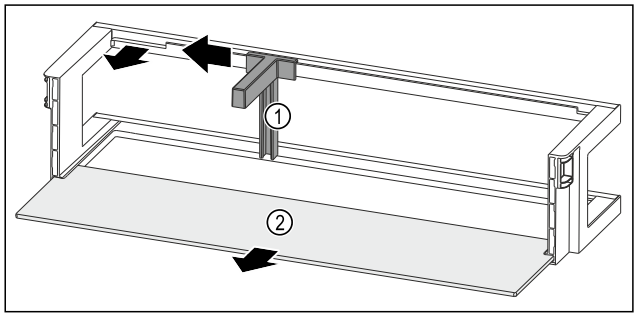

Fig. 133 Door rack with bottle holder and shelf
- ▶ Slide the bottle holder *Fig. 133 (1)* to the side as far as the recess.
- ▶ Remove the bottle holder *Fig. 133 (1)*.
- ▶ Remove the shelf *Fig. 133 (2)*.